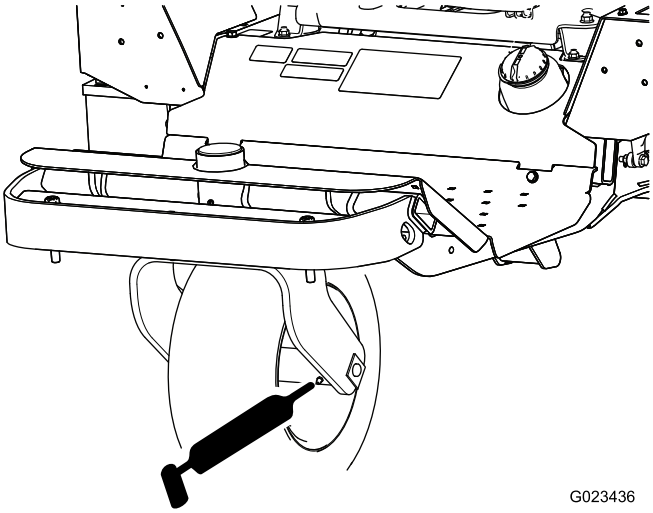

Figuur 34
- Lager van voorwiel (1) – Figuur 34